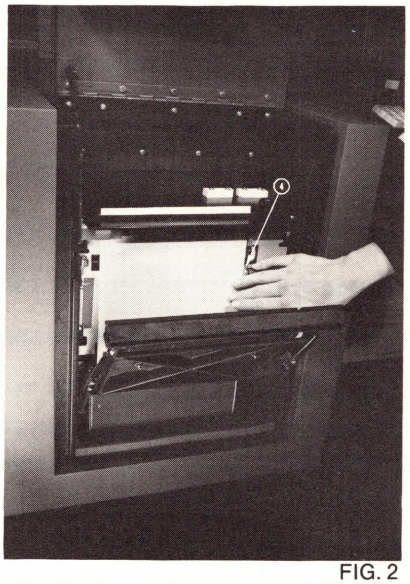
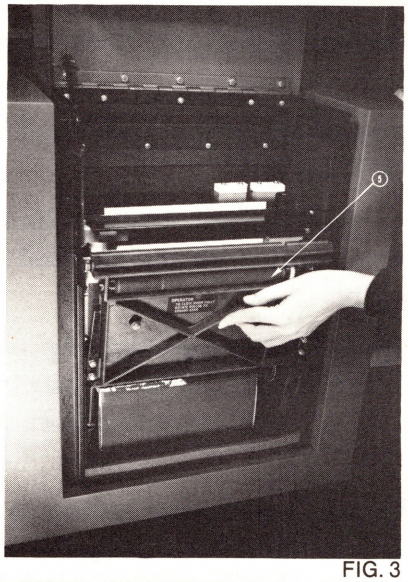

FIG. 2
FIG. 3
4. Align the paper against the margin guide bar on the right and close the pressure plate. Push the paper that you have exposed up through the feed slot that enters into the cassette compartment (Fig. 2). Lock the pressure plate by reseating the pivot latches and replace the bottom cover (Fig. 3).